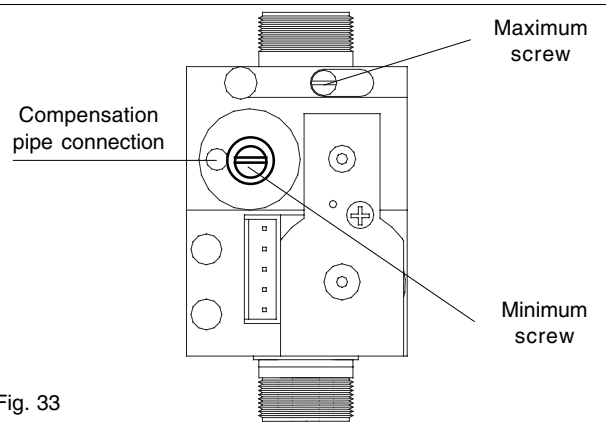

Fig. 33
- Using a suitable screwdriver, very slowly turn the maximum adjustment screw (see fig. 33) – clockwise to decrease, counter clockwise to increase – until the correct value is displayed on the CO2 analyser (allow time for the analyser to stabilise).
- Using a suitable screwdriver, very slowly turn the minimum adjustment screw (see fig. 33) – clockwise to increase, counter clockwise to decrease - until the correct value is displayed on the CO2 analyser (allow time for the analyser to stabilise).